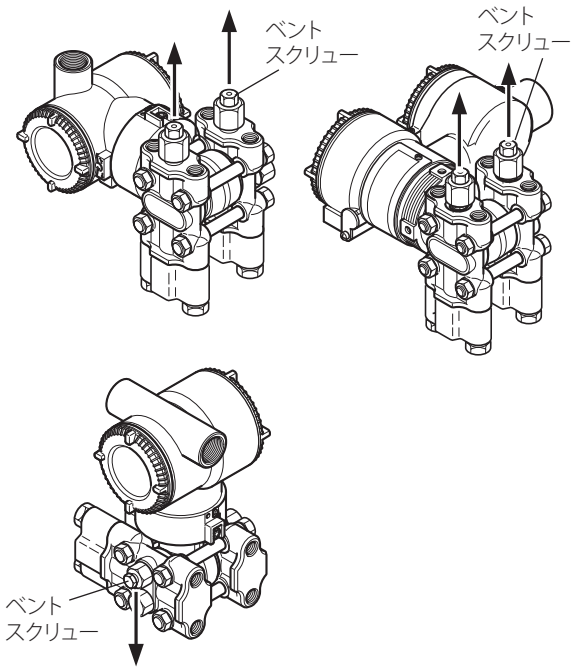

図7.10 ガス抜きの方法
① ベントスクリューを徐々に開き，伝送器受圧部内のガスを抜きます。（図 7.10 参照）
② ガスが完全に抜け切ったら，ベントスクリューを閉じます。（ベントスクリュウは 10N・m のトルクで締付けます）